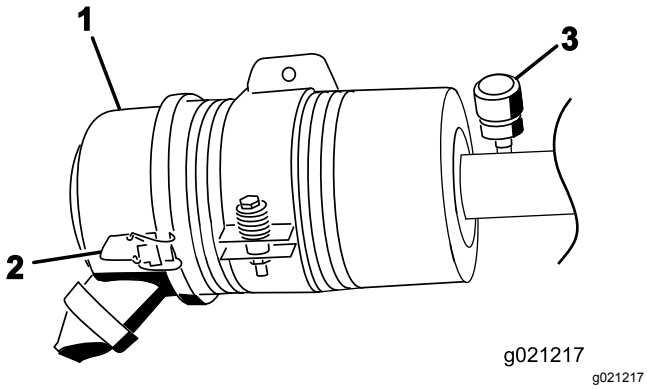

Figuur 80
Geef het luchtfilter uitsluitend een onderhoudsbeurt als de onderhoudsindicator (Figuur 80) dit aangeeft. Als u het luchtfilter vervangt voordat dit nodig is, wordt alleen maar de kans vergroot dat er vuil in de motor komt als u het filter verwijdert.
2. Maak de sluitingen los waarmee het deksel van het luchtfilter is bevestigd aan het luchtfilterhuis (Figuur 80).